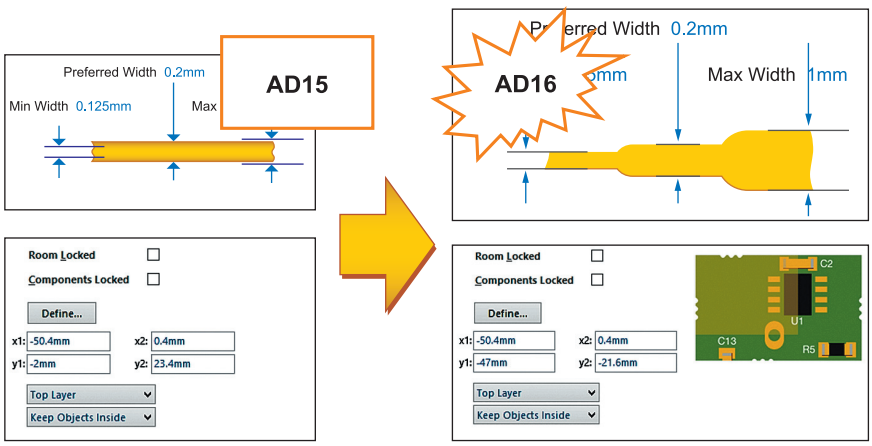

Рис. 1. Обновленная графика объектов правил
1. Изменена, а в некоторых случаях и введена поясняющая графика объектов раздела ограничений (Constraints), к которым применяются ограничения и создаются правила (рис. 1).